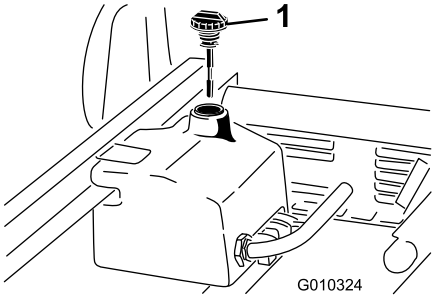

Figuur 17
1. Reinig het gebied rond de vulbuis en de dop van de hydraulische tank (Figuur 17). Verwijder de dop van de vulbuis.
2. Verwijder de peilstok (Figuur 17) uit de vulbuis en veeg deze af met een schone doek. Steek de peilstok in de vulbuis. Verwijder deze daarna en controleer het vloeistofpeil. Het vloeistofpeil moet zich tussen de twee markeringen op de peilstok bevinden.